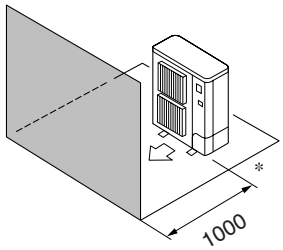

Fig. 3-8
④ Obstacles uniquement à l'avant (Fig. 3-8)